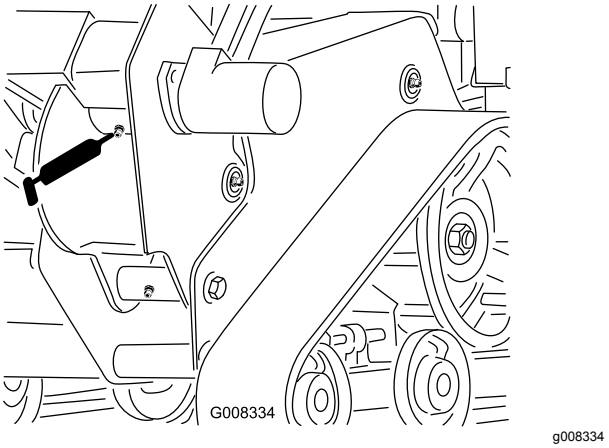

Figuur 31
2. Maak de smeernippel op het huis van de machine schoon met een lap en zet er een vetspuit op (Figuur 31).